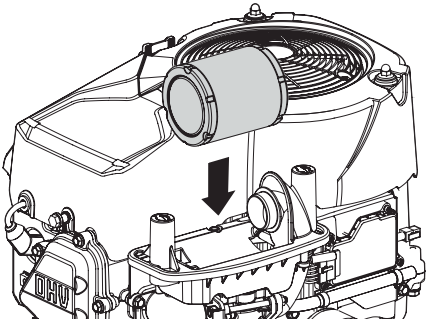

Figure 11
6. Attachez le nouveau filtre à air avec l'élément en mousse en alignant le trou du filtre à air avec le collecteur d'admission (Figure 11).